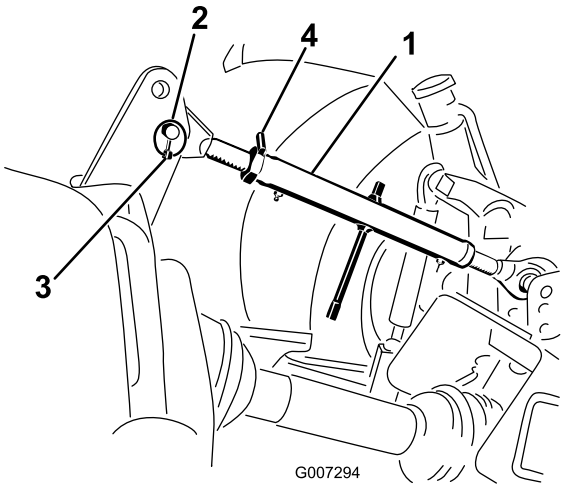

Figur 6
1. Koble den øvre leddarmen til senkningshullet i braketten, og fest med en leddbolt og en ringstift (Figur 6).
3. Roter den øvre leddarmen for å stramme koblingen. Juster til fronten av luftemaskinens ramme står i 90 graders vinkel til horisonten (Figur 6).